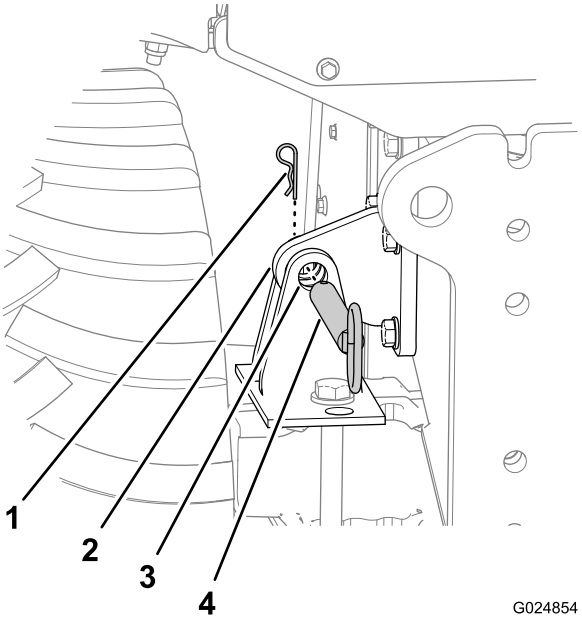

Figure 49
1. Enlevez la goupille fendue qui fixe la goupille de verrouillage d'inclinaison sur le support de verrouillage du châssis (Figure 49).
2. Sortez la goupille de verrouillage d'inclinaison des trous situés dans le support de verrouillage du châssis et le support de verrouillage d'essieu (Figure 49).
1. Utilisez la commande d'inclinaison pour aligner le trou dans le support de verrouillage du châssis et les trous dans le support de verrouillage d'essieu (Figure 49).
4. Insérez complètement la goupille de verrouillage d'inclinaison dans les trous du support de verrouillage du châssis et du support de verrouillage d'essieu (Figure 49).
5. Fixez la goupille de verrouillage d'inclinaison au support de verrouillage d'essieu avec la goupille fendue (Figure 49).